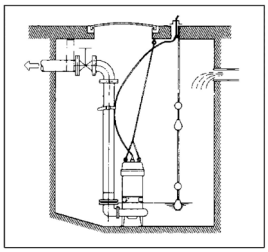

Fig. 1
(1) Clean the installation site.
(2) The electrical cable must not be subjected to any type of pulling while the pump is being transported or installed. Use a chain or steel cable attached to the handle to hoist the pump.
(3) Make sure that the pump will be installed vertically on a stable and level base.
(4) Install the pump in a location within the station where turbulence is minimal.
(5) If there is any type of liquid flow inside the tank, secure the electrical cable in an appropriate location (See Fig. 1).
(6) Install the piping in a way that does not allow air to enter. If the piping must be installed in a way that it is inevitable for air bubbles to enter, install an air relief valve in the line.
(7) Do not allow the end of the discharge pipe to be submerged, as backflow may occur when the pump stops.
(8) DG pumps (all) and BST/TSBT (three-phase) do not have an automatic float-based level control system. Do not operate the pump for a long time at a low water level, close to the minimum level. If this happens, the motor may overheat and activate the thermal protector.